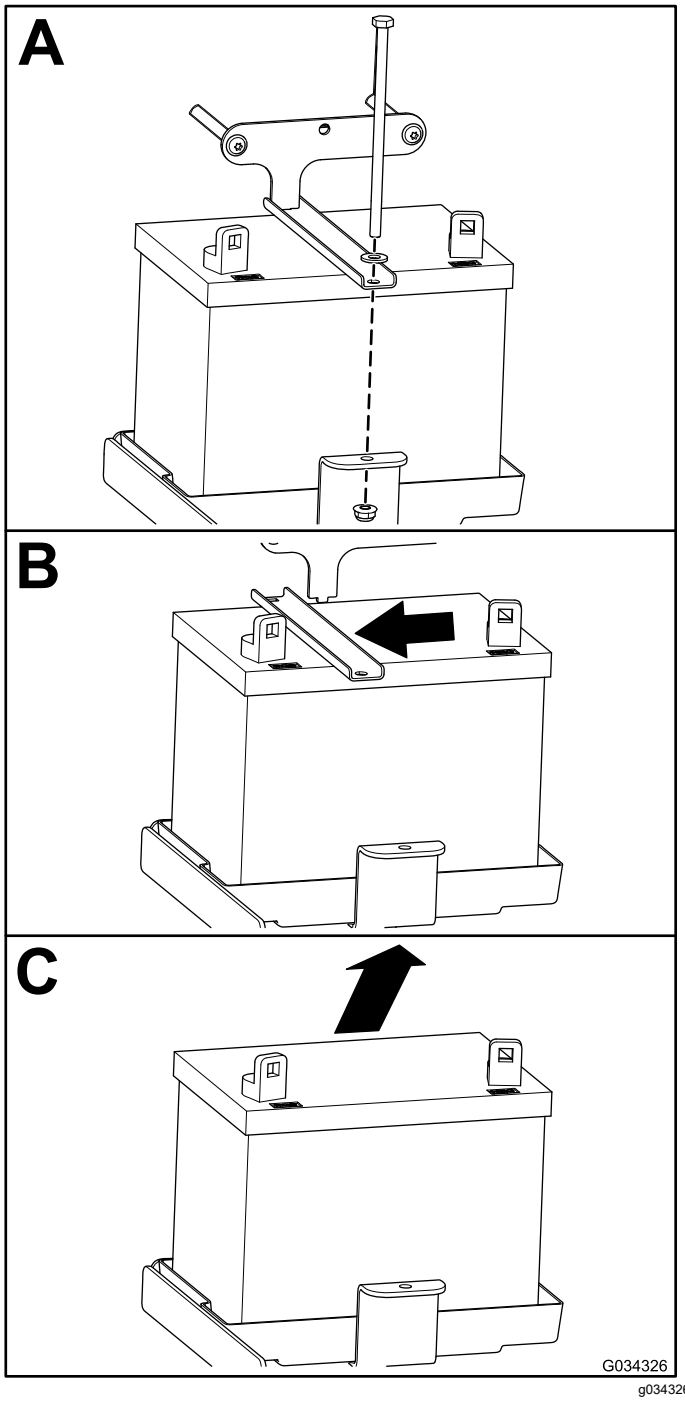

Rysunek 48
2. Wymontuj akumulator zgodnie z Rysunek 48.